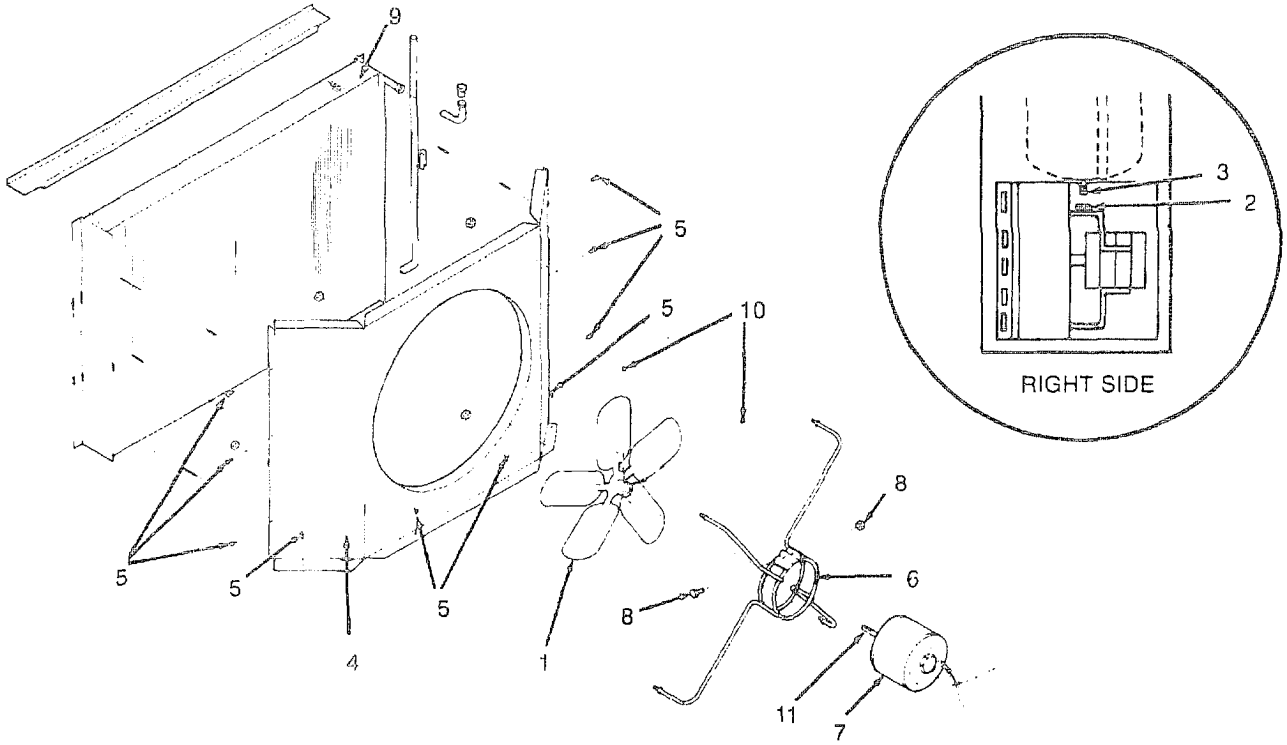

Figure 4-40. Outdoor Fan
(1) Inspect outdoor fan (1, Figure 4-40) for bent or missing blades. Replace any damaged outdoor fan.
(2) Install *both* side door assemblies. *See* para 4-19.
(1) Wipe outdoor fan (1, Figure 4-40) with clean rags.
(2) Install both side door assemblies. See para 4-19.
(1) Remove the nut (2, Figure 4-40) on the accumulator stud (3) at the right top of the compartment between the venturi panel (4) and the lower back panel (See Figure 1-1). Push the stud up and flush with the upper panel.
(2) Remove the 10 screws (5) securing the venturi panel (4).
(3) Mark the position of the outside fan motor bracket (6) on the outdoor fan motor (7).
(4) Loosen the nut and bolt (8) that hold the outdoor fan motor in place in the outdoor fan motor bracket and push the motor towards the outdoor coil (9) as you are pulling back the venturi panel right side.
(5) Reach in the right side door assembly and loosen the two allen set screws (10) that secure the fan (1) to the outdoor fan motor shaft (11).
(1) Slide the fan (1, Figure 4-40) through the right side door assembly between the venturi panel (4) and the outdoor coil (9) and mount on the outdoor fan motor shaft (ii) so that the fan is flush with the shaft end.